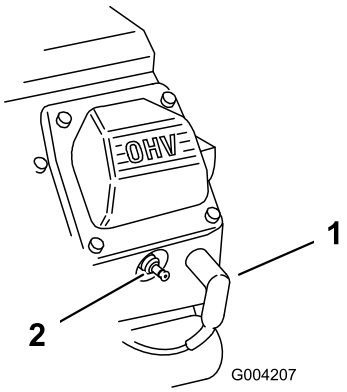

Figure 49
2. Débranchez les bougies (Figure 49).
3. Rebranchez les bougies (Figure 49).